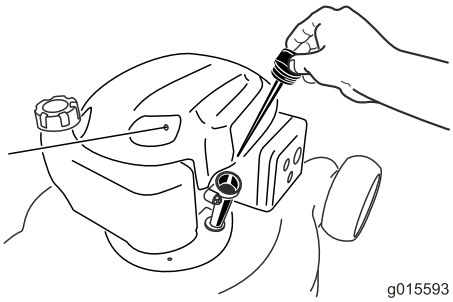

Figuur 6
2. Neem de peilstok eruit (Figuur 6) en giet ongeveer 3/4 van de capaciteit van het oliecarter in de vulbuis.